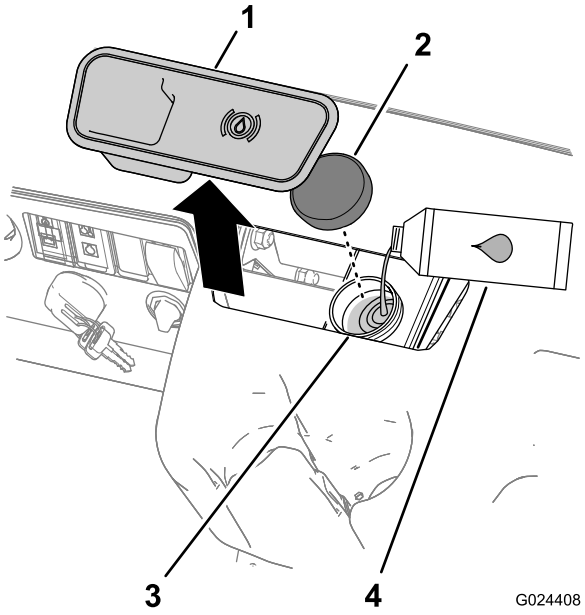

Figura 17
2. Rimuovete il tappo in gomma al centro e sopra il cruscotto per accedere al cilindro del freno principale e al serbatoio (Figura 17).
A. Pulite l'area intorno al tappo del serbatoio e togliete il tappo (Figura 17).
C. Montate il tappo sul serbatoio (Figura 17).